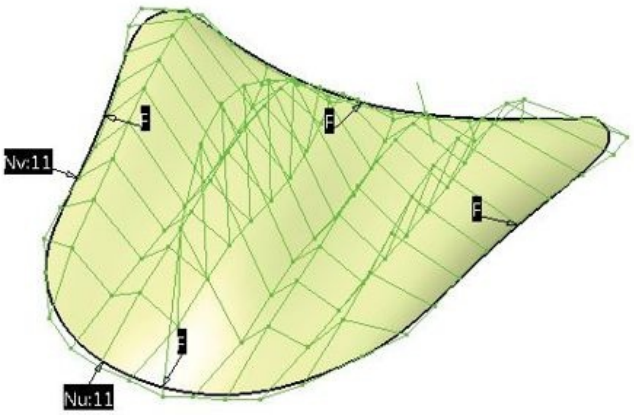

Figure 17-67 *The surface after deformation in vertical direction using the mesh*
5. Using the mesh, deform the surface such that the surface is displayed, as shown in Figure 17-67.